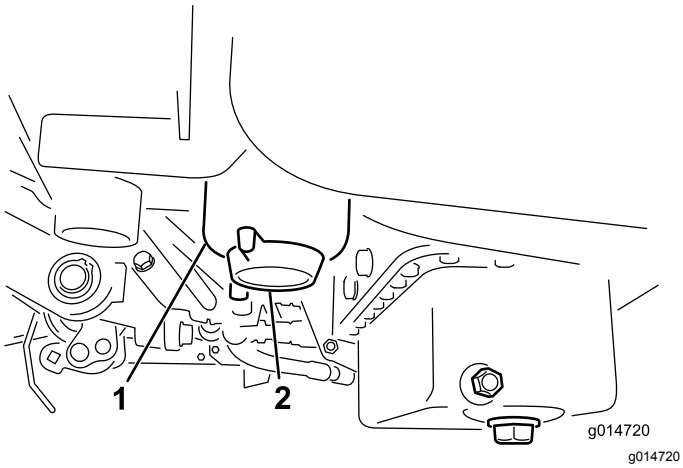

Figuur 28
3. Open de aftapplug op het brandstoffilter ongeveer één slag en tap eventueel water af (Figuur 28).